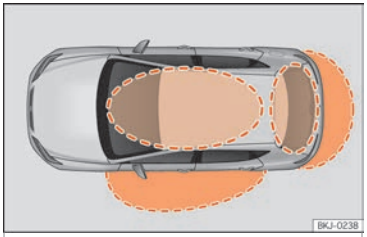
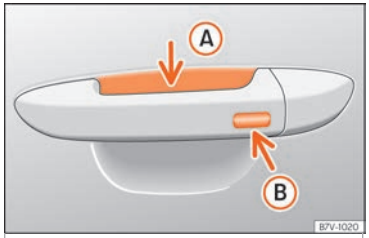

Fig. 88 Keyless Access: zonas de proximidade.
Fig. 89 Manípulo da porta: superfícies sensoras
››› Fig. 89
O Keyless Access é um sistema de fecho e arranque sem chave com o qual se pode destrancar e trancar o veículo sem utilizar ativamente a chave do mesmo. Para isso, só é necessário que exista uma chave do veículo válida na zona de deteção correspondente à tentativa de acesso ao veículo ››› Fig. 88 e tocar numa das superfícies sensoras dos manípulos das portas ››› Fig. 89 ››› ❗.
Se se encontrar uma chave válida numa das zonas próximas **››› Fig. 88**, o sistema de fecho e arranque sem chave Keyless Access confere à referida chave direitos de acesso quando se toca numa das superfícies sensoras dos manípulos das portas dianteiras.
- Agarre no manípulo da porta do condutor. Ao fazê-lo, toca-se na superfície sensora **››› Fig. 89** Ⓐ (seta) do manípulo e destranca-se o veículo.
- Toque *uma vez* na superfície sensora de trancagem **››› Fig. 89** Ⓑ (seta) do manípulo da porta do condutor. A porta cujo manípulo se aciona deverá estar fechada.
- Toque *uma vez* na superfície sensora **››› Fig. 89** Ⓑ (seta) do manípulo da porta do condutor. O veículo é trancado com o sistema de segurança «Safe» **››› Página 112**. A porta cujo manípulo se aciona deverá estar fechada.
- Toque *duas vezes* na superfície sensora **››› Fig. 89** Ⓑ (seta) do manípulo da porta do condutor para trancar o veículo sem ativar o sistema de segurança «Safe» **››› Página 112**.
Quando o veículo está trancado, a porta da bagageira destranca-se automaticamente ao abri-lo se numa zona próxima ››› Fig. 88 se encontrar uma chave do veículo válida.
- Pressione o botão de fecho do comando à distância e toque uma vez, dentro dos 5 segundos seguintes, na superfície sensora de bloqueio do manípulo da porta do condutor ››› Fig. 89 Ⓑ. Não agarre o manípulo da porta, caso contrário o veículo não trancará.
Para **fechar com a função de conforto** todas as janelas elétricas, mantenha um dedo durante uns segundos sobre a superfície sensora de trancagem ››› Fig. 89 Ⓑ (seta) do manípulo da porta até que se tenham fechado.
caso existisse alguma chave do veículo válida na zona próxima. Se, pelo menos, uma das janelas com acionamento elétrico estiver aberta e se se ativar a superfície sensora ››› Fig. 89 Ⓑ (seta) de um dos manípulos de forma permanente, fechar-se-ão todas as janelas.